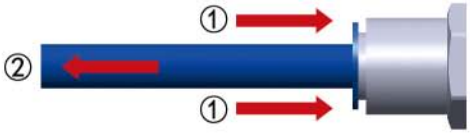

Figure 3–28 disassembling the tube
- Replace the quick connector due to leakage as follows (Figure 3–29):